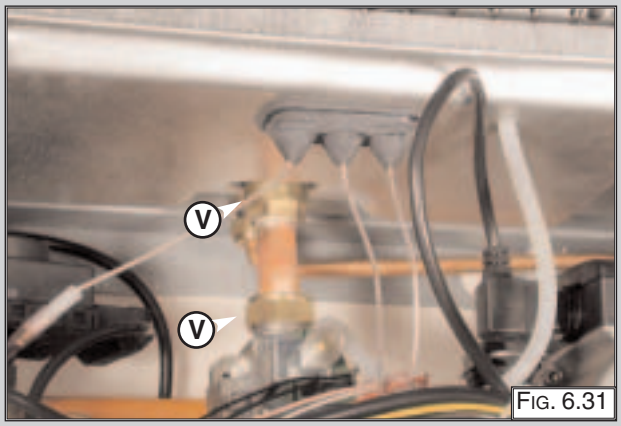

Fig. 6.31
3. Release the nuts "V" (Fig. 6.31);